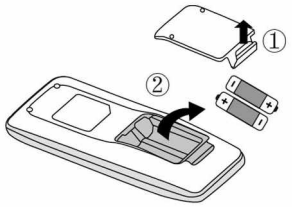

Rys. 1
1. Podnieś pokrywę wzdłuż kierunku strzałki (jak pokazano na rys. 1①).
2. Wyjmij oryginalne baterie (jak pokazano na rys. 1②).